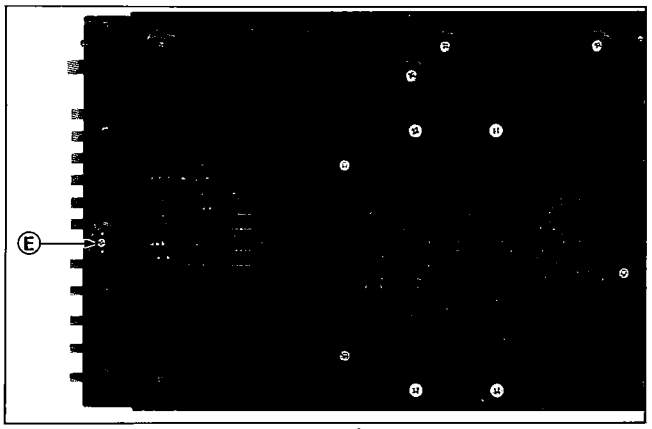

Fig. 5-3
1. After removing the Front Panel, unscrew one screw (E) in Fig. 5-3.